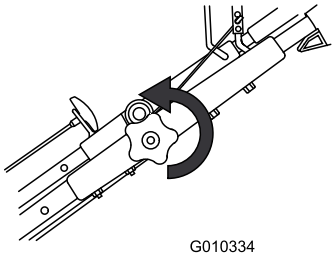

Figur 16
1. Løsn den øverste håndtagsknap (Figur 16).